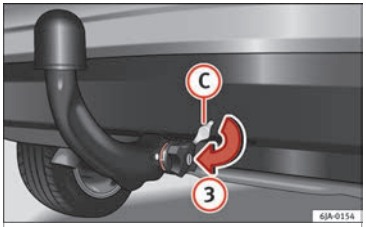

Fig. 199 Placing the key slot cover.
– Switch off the manual regulator lock with key (B) by turning the key fully to the right in the direction of arrow (1) – the arrow in the key displays the “locked” symbol.
– Remove the key in the direction of arrow (2).
– Place cover (C) over the manual regulator lock in the direction of arrow (3) ››› Fig. 199.